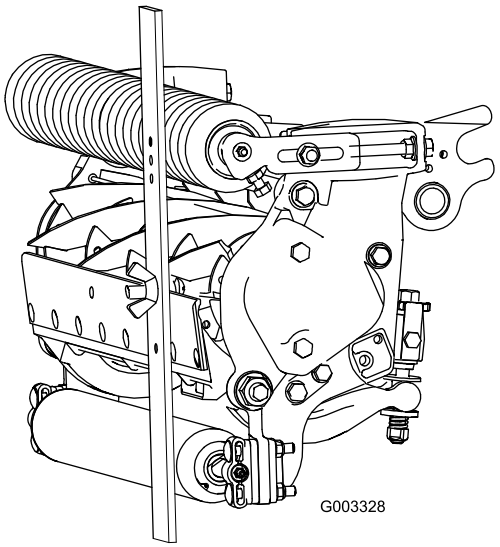

Figur 18
3. Haka fast skruvhuvudet på underknivens skäregg och vila stångens bakre ände mot den bakre rullen (Figur 18).
4. Vrid justeringsskruven tills den främre rullen kommer i kontakt med mätstången (Figur 18). Justera rullens båda ändar tills hela rullen är parallell med underkniven.